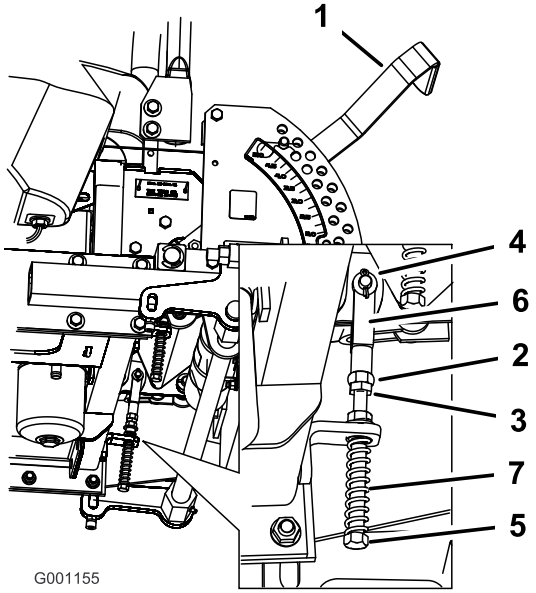

Figur 67
8. Hvis justering er nødvendig, skal møtrikken og kontramøtrikken løsnes mod gaflen (Figur 67).
9. Foretag et let, bagudgående tryk mod bevægelseshåndtaget, og drej hovedet på justeringsbolten i den rigtige retning, indtil håndtaget sidder i midten i neutral låseposition (Figur 67).
10. Spænd møtrikken og kontramøtrikken (Figur 67).